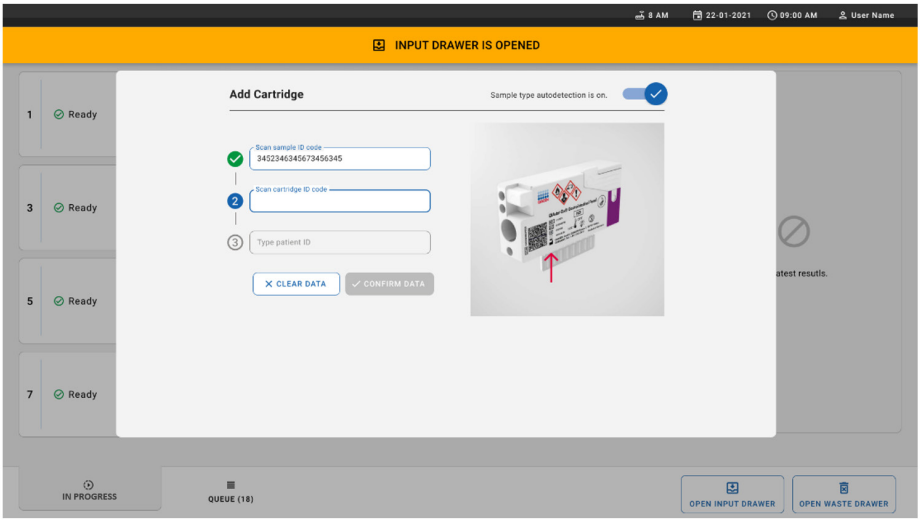

Рисунок 22. Экран сканирования идентификатора картриджа QIAstat-Dx Gastrointestinal Panel 2
8. После ввода штрихкода идентификатора пробы отсканируйте штрихкод картриджа QIAstat-Dx Gastrointestinal Panel 2, который планируется использовать (положение указано стрелкой). По штрихкоду картриджа QIAstat-Dx Gastrointestinal Panel 2 анализатор QIAstat-Dx Rise автоматически определи тест-систему, которую нужно запустить (рисунок 22).